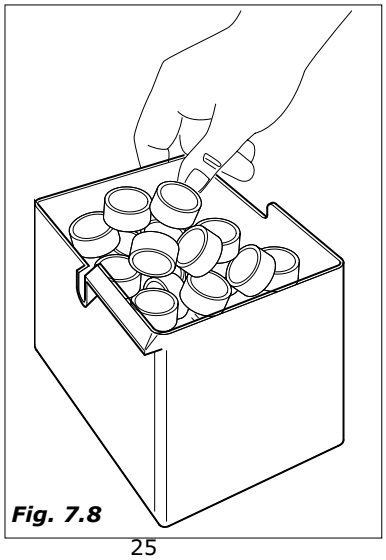

Fig. 7.8
- esvaziar o recipiente dos fundos café (versões café em grãos) (Fig.7.8)